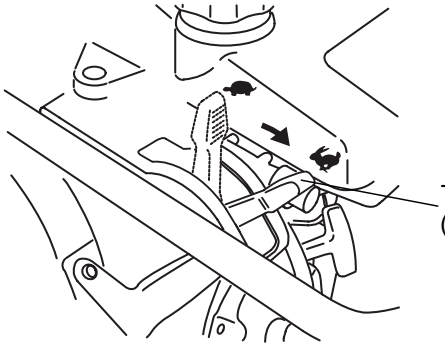

Figure 14. Throttle Lever (Start Position)
1. To start the rammer tamping action, move the throttle lever (Figure 14) ***quickly*** from **IDLE(🐢)** to the **START (🐇)** position. **DO NOT** move the throttle lever slowly as this may cause damage to the clutch or spring.